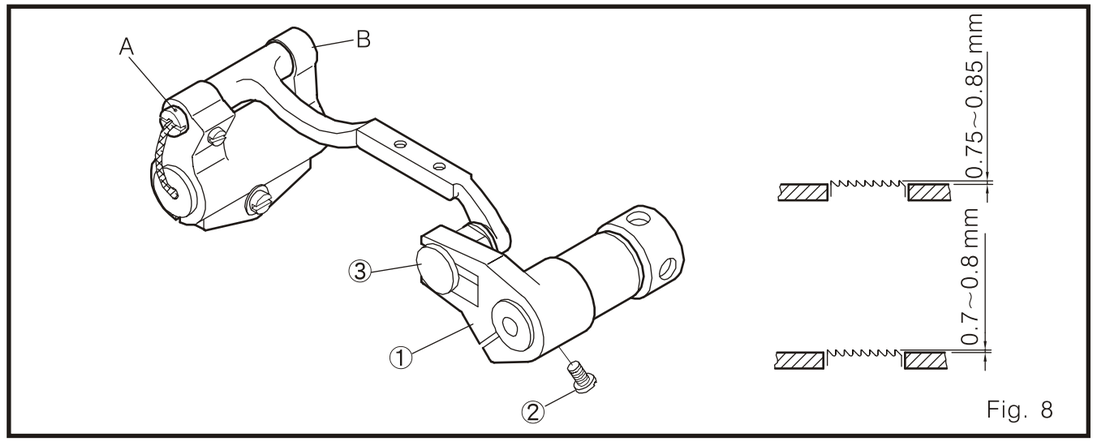

Fig. 8
1. La altura original del transportador dentado sobresale de la superficie de la placa aguja. (Fig. 8)